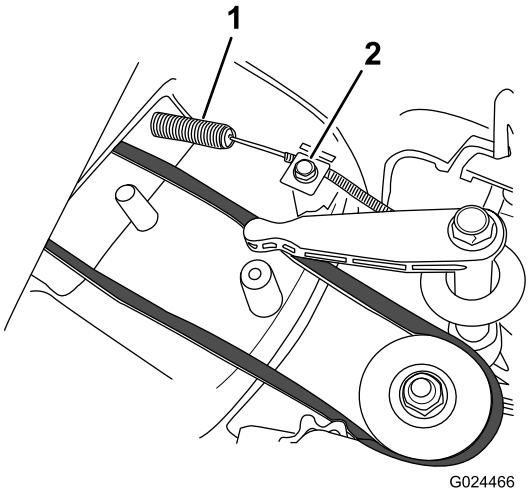

Figuur 30
2. Monteer de nieuwe kabel van de mesrem, maar draai de kabelklem bovenaan de maaikast niet vast (Figuur 30).